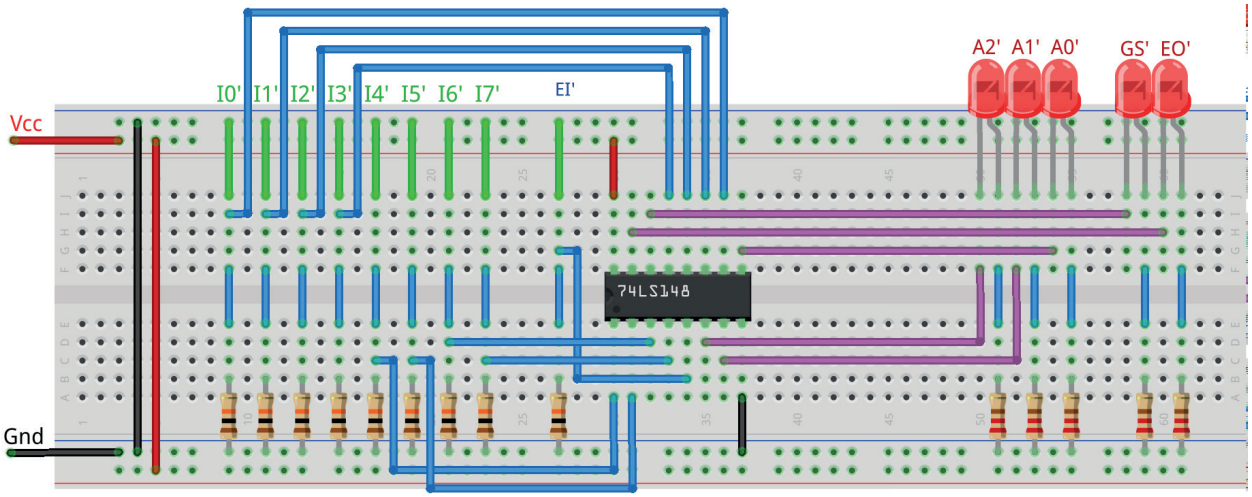

Figura 7.24 – Disposição dos componentes na placa de montagem.
1. Monte o circuito na placa de montagem, conforme figura 7.24.